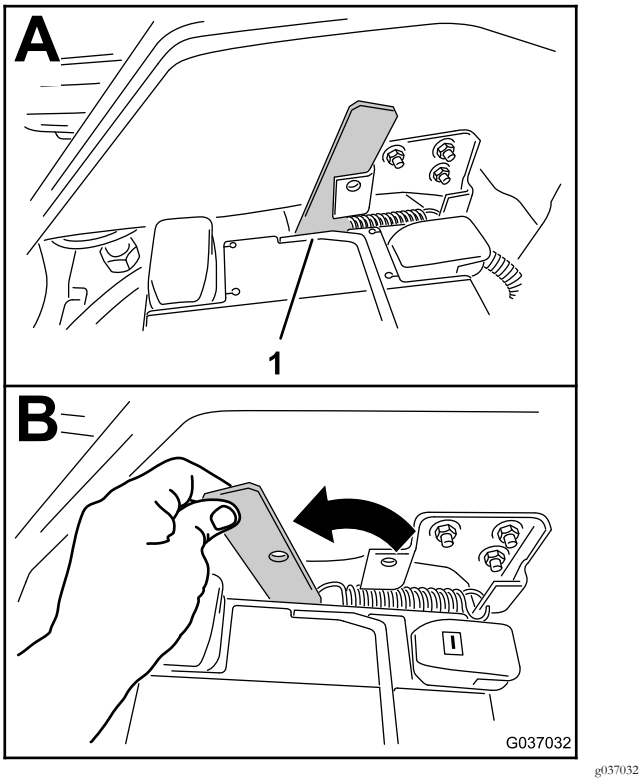

図 3
3. ハンドルを前方に動かして、運転台のロックをシャーシから解放する図 3。